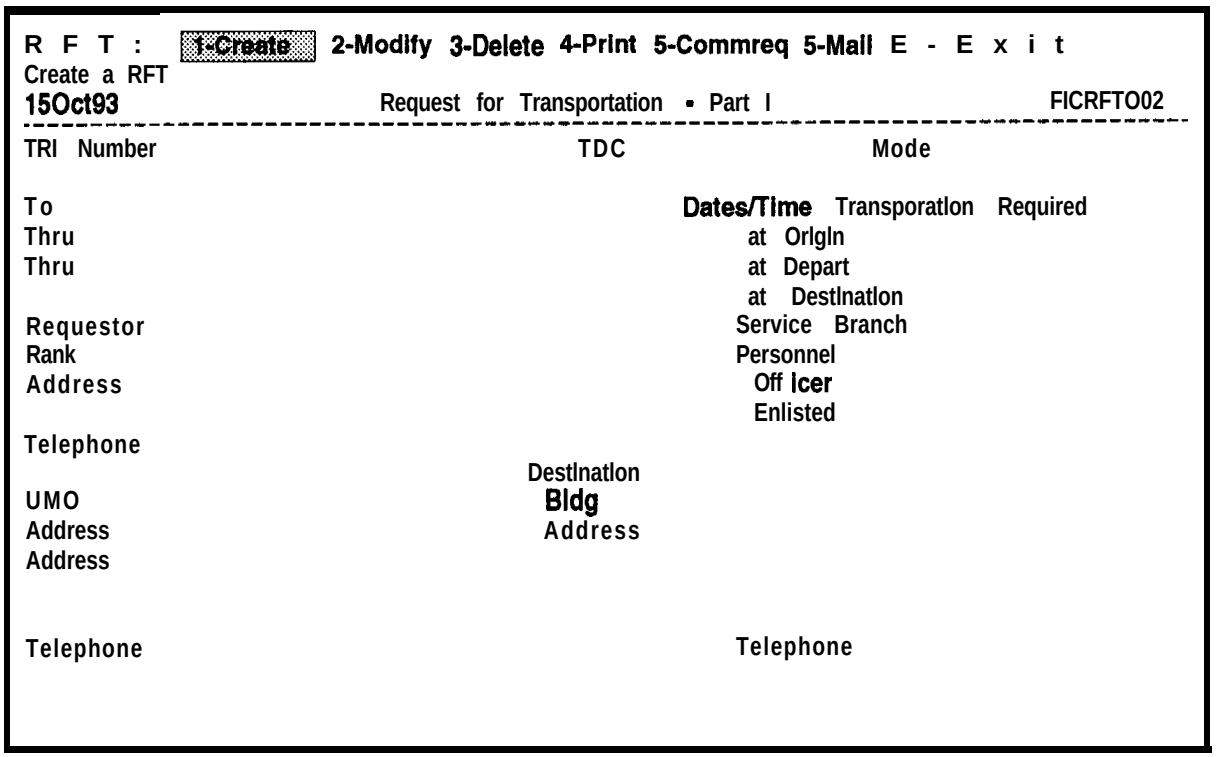

Figure 10-2. Request for Transportation-Part I Screen
b. Select **Request for Transportation** from the Transportation Requests menu. The Request for Transportation - Part I screen will be displayed, as shown in Figure 10-2.
b. From the Transportation Requests menu, select **Request for Transportation.** The Request for Transportation - Part I screen will be displayed as shown in Figure 10-2 (page 10-6). The **RFT:** ring menu will be displayed at the top of the screen.